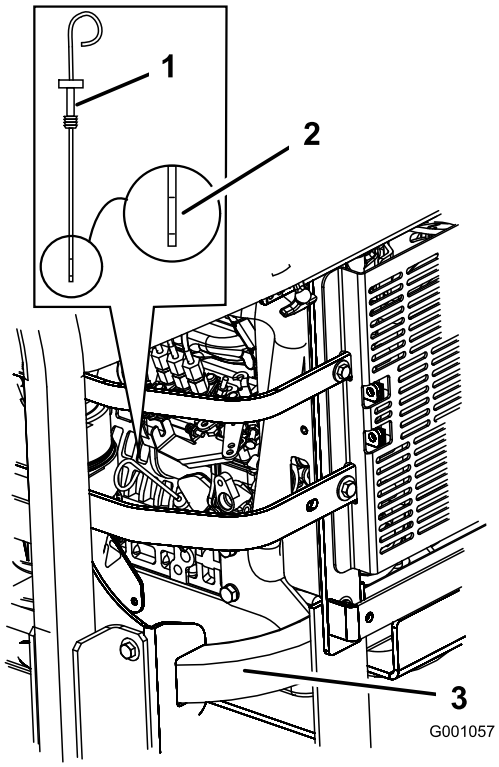

Figur 43
3. Rengjør rundt peilestaven (Figur 43), slik at smuss ikke kan komme ned i påfyllingshullet og kan skade motoren.
4. Trekk ut peilestaven og tørk av metallenden (Figur 43).
5. Skyv peilestaven helt inn i røret. Dra peilestaven ut og se på metallenden (Figur 43). Hvis oljenivået er lavt, hell sakte i nok olje i påfyllingshullet for å fylle nivået til Full-merket.